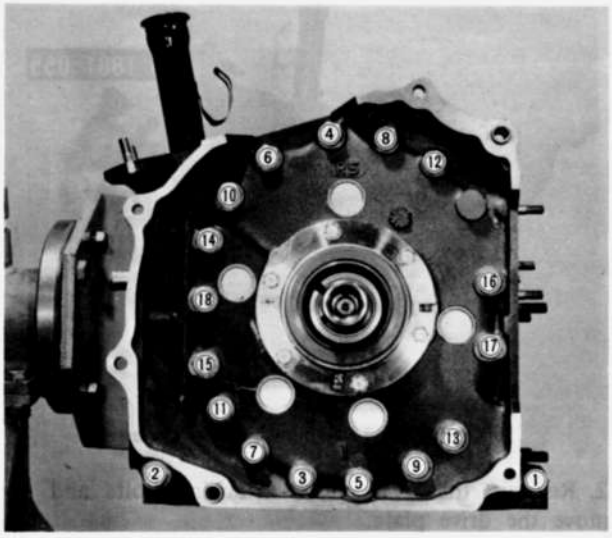

Fig. 1–14 Tension bolts loosening order
2. Loosen the tension bolts in the sequence shown in Fig. 1–14, and remove the tension bolts.